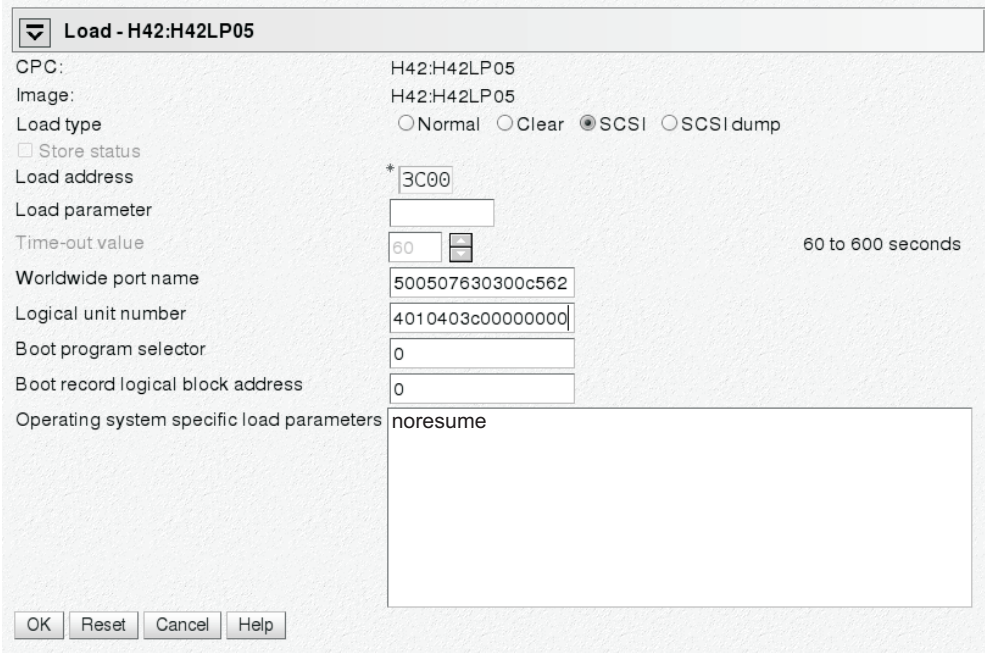

Figure 63. Load panel with SCSI feature enabled — for booting from a SCSI device
a. Select **Load type** “SCSI” (see Figure 63).